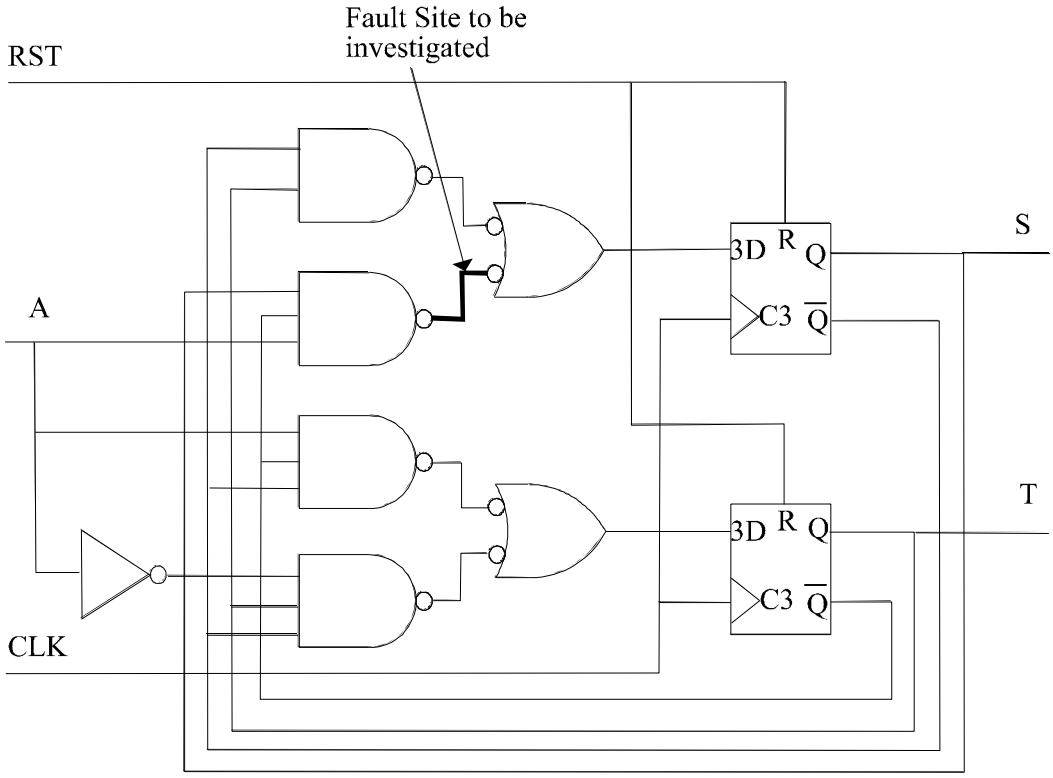

FIGURE 7: FSM with fault site
(c) Assuming that the scan path gives you complete control and observability of the combinational part of the circuit, find tests for the stuck at 0 and stuck at 1 faults on the node shown in Figure 7, below.
The effects of faults on the test sequence with relation to detection and diagnosis will be demonstrated with respect to the particular fault-site indicated in Figure 7.
b) Apply the stuck-at-0 and stuck-at-1 faults of Figure 7 in turn and synthesise your design for each fault, and step through the two tests that you wrote as part of the preparation, noting carefully the sequence of operations needed to observe all the test results for the combinational logic.